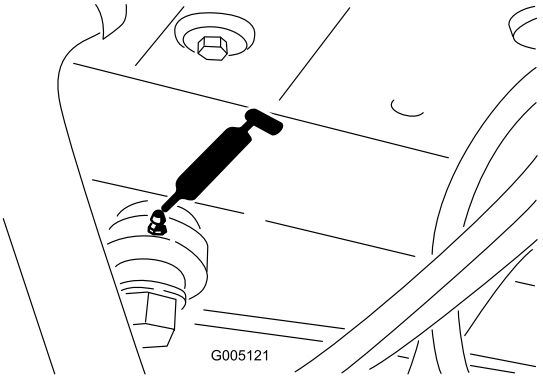

Bild 39
- Ende des Lenkzylinders (Bild 39)